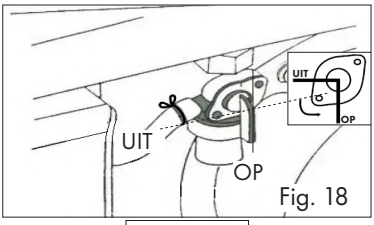

Fig. 18
4. Open de brandstofkraan, zie Fig. 18.